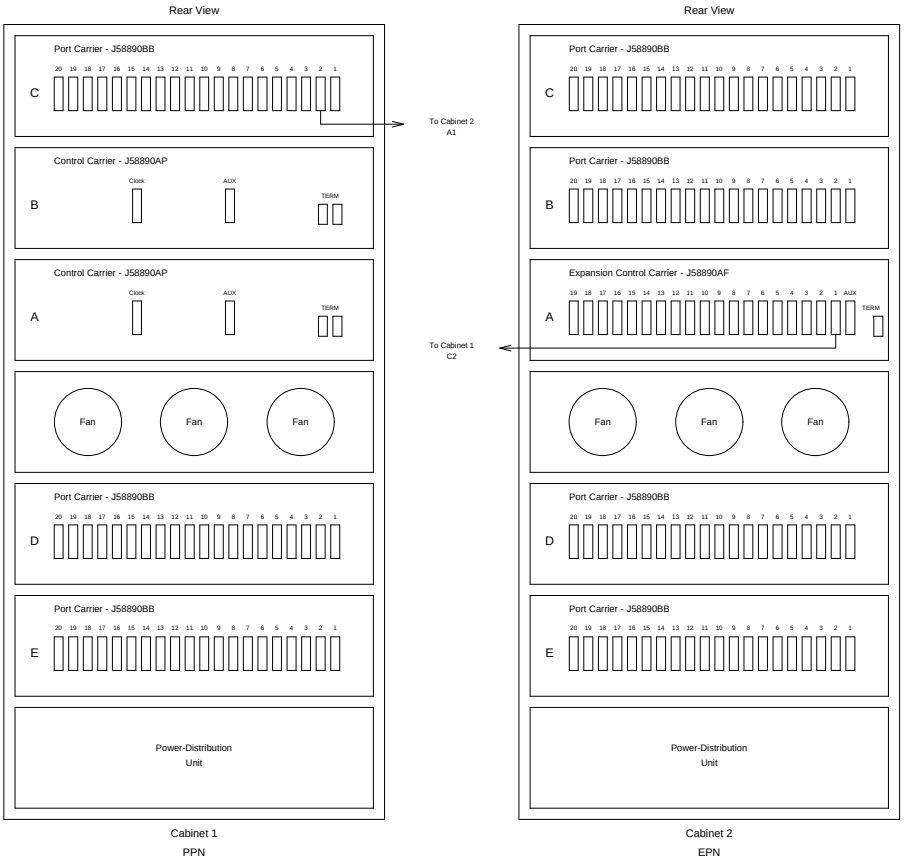
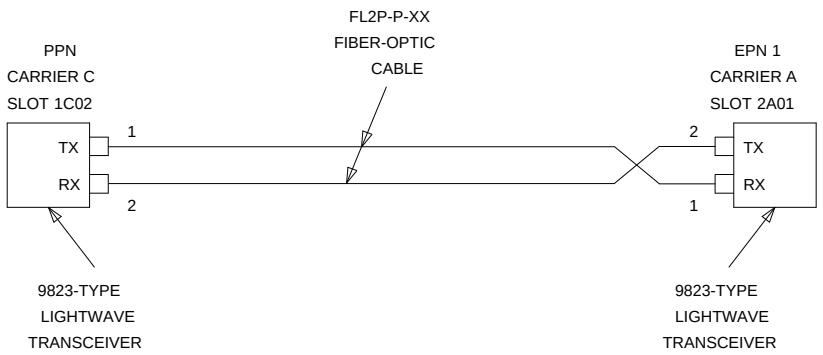
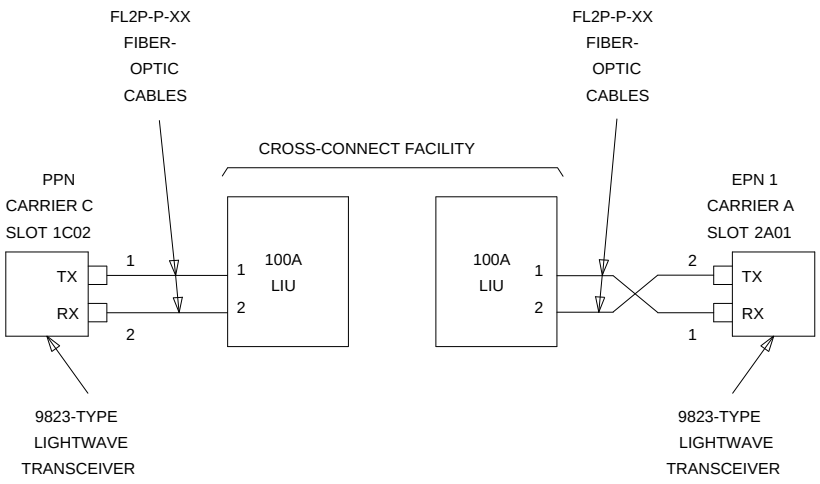

Figure 2-26. High-Reliability G3r V4 with Two Port Networks
Figure 2-27. Fiber-Optic Connections PPN to EPN
Figure 2-28. Fiber-Optic Connections PPN to EPN
The connectors on the lightwave transceivers are labeled either “TX” (transmit) or “RX” (receive), while the fibers attached to each connector are numbered either ‘‘1’’ or ‘‘2.’’ A viable fiber connection is only made when both fibers in each cable (that is, ‘‘1’’ and ‘‘2’’) route from the “TX” connector of a port network to the “RX” connector of its adjacent port network. For an example, refer to Figure 2-27.
1. Behind port carrier C of the PPN cabinet (see Figure 2-26 and Figure 2-27):
1. Behind port carrier C of the PPN cabinet (see Figure 2-26 and Figure 2-28):